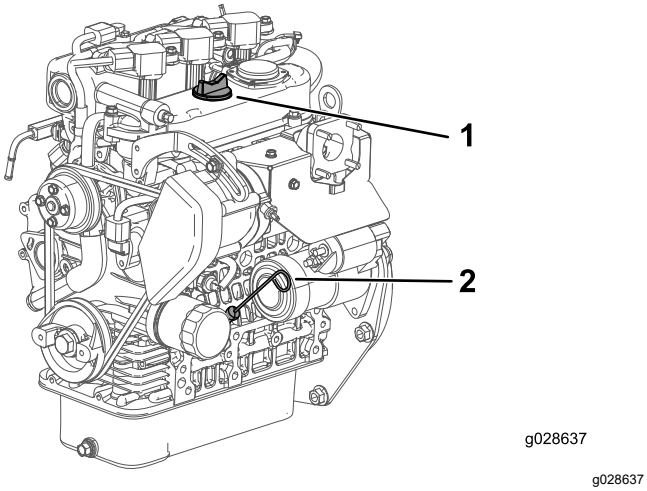

**Figur 15**
2. Ta ut oljestickan (Figur 15) och torka av den med en ren trasa.
3. Sätt ned oljestickan i röret och se till att den sitter fast ordentligt (Figur 15).
4. Ta ut oljestickan och kontrollera oljenivån (Figur 15).
5. Om oljenivån är låg tar du bort påfyllningslocket (Figur 15) och fyller på tillräckligt med olja så att nivån når upp till markeringen FULL på oljestickan.
6. Sätt tillbaka oljestickan så att den sitter ordentligt (Figur 15).